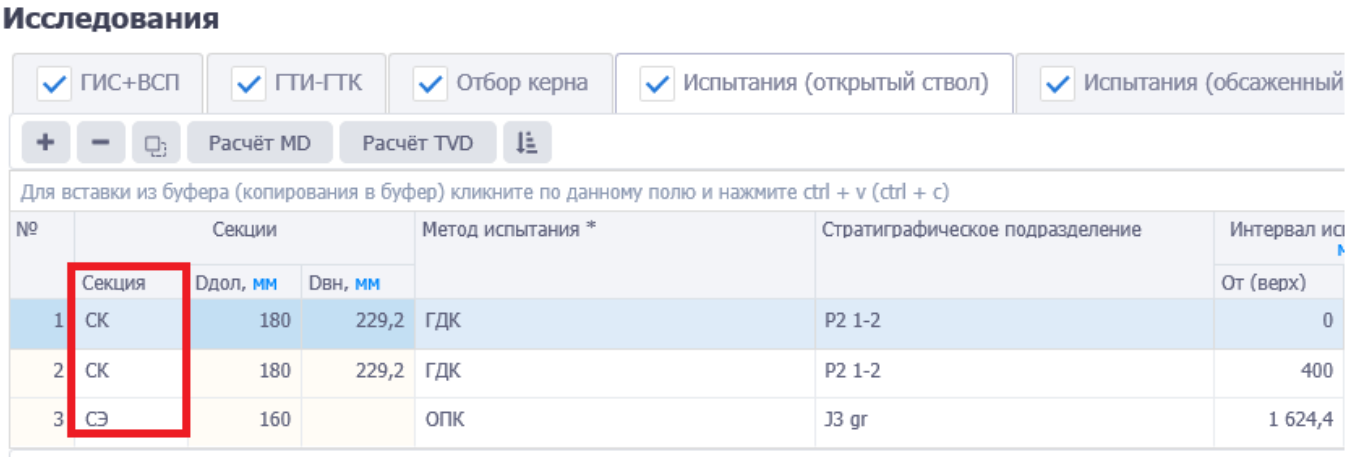

Рис. 3.144
- сортировать. По нажатию на кнопку данные будут отсортированы по секциям (рис. 3.144).